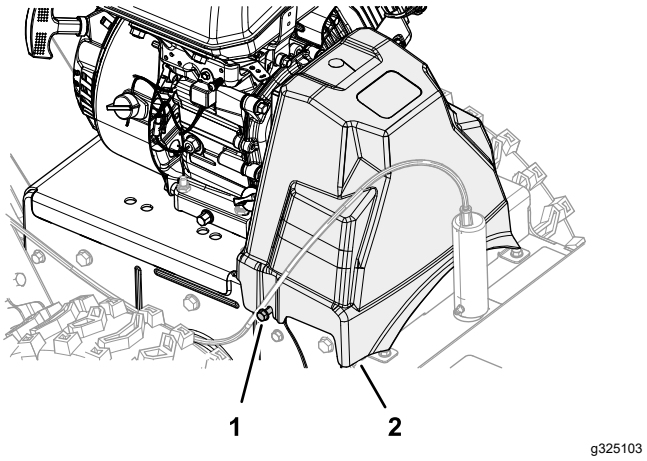

**Figur 43**
1. Ret rillerne i remskærmen ind med de 2 flangehovedskruer (Figur 43).
2. Monter remskærmen på maskinen (Figur 43).